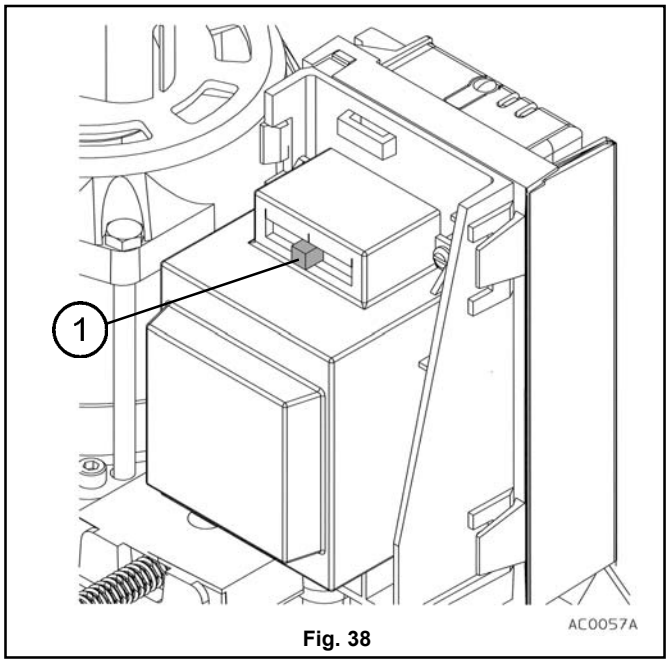

Fig. 38
a) la regolazione della tensione con la quale è alimentato il motore viene eseguita direttamente sull'autotrasformatore tramite il selettore a slitta di cui è dotato (1 fig. 38).